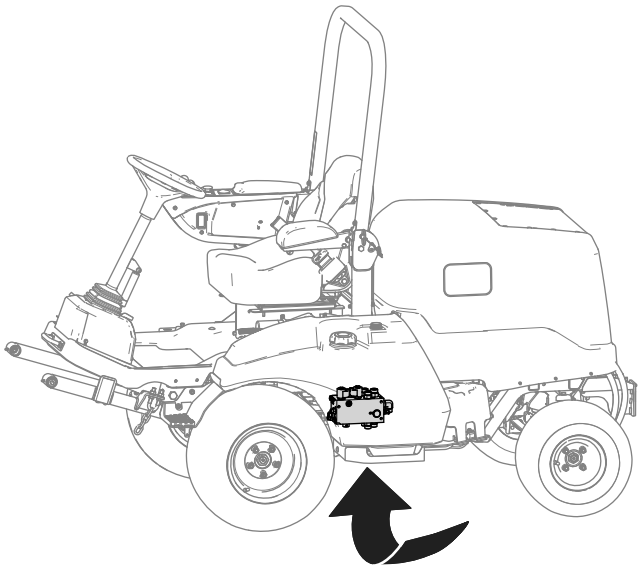

**Figura 23**
3. Individuate il collettore di sollevamento sotto la macchina (Figura 23).